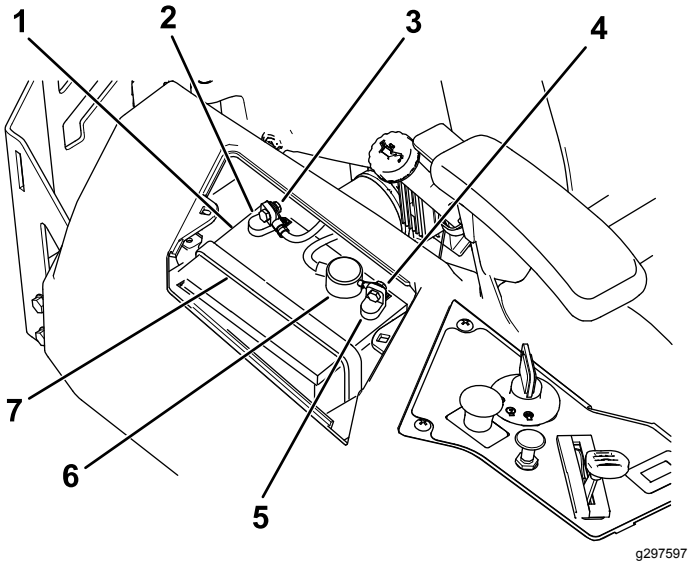

Figur 56
4. Lossa den jordade minuskabeln (svart) från batteripolen (Figur 56).
6. Lossa pluskabeln (röd) från batteripolen (Figur 56).
7. Ta bort batteriets låsfäste (Figur 56) och lyft ut batteriet ur batterilådan.
1. Placera batteriet i lådan (Figur 56).
5. Fäst batteriet med låsfästet (Figur 56).